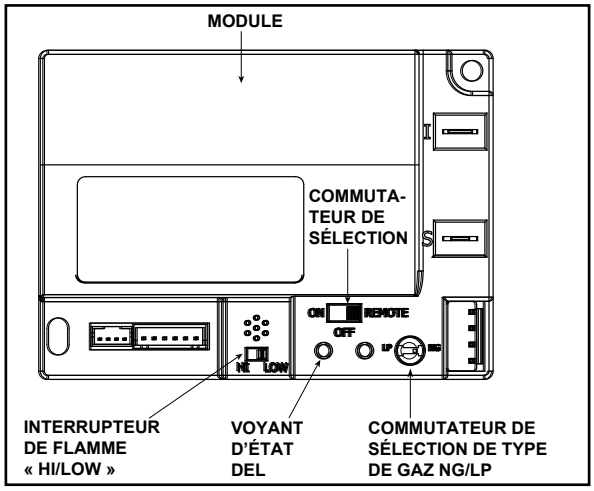

Figure 3.5 Module de commande
2. Localisez le bac à piles et insérez quatre piles AA. La polarité des piles doit être correcte pour éviter d'endommager le module. Voir la figure 3.5. Un schéma complet du câblage est inclus dans la section traitant de l'électricité, dans le manuel d'installation.
- Glissez le commutateur de sélection « ON/REMOTE/OFF » à la position « ON ». Voir la figure 3.5.
1. Le module de commande est équipé d'un commutateur de sélection « ON/OFF » « REMOTE » qui doit être réglé. Voir la figure 3.5.
2. Si un interrupteur mural câblé est utilisé quand le mode à « REMOTE » du module est activé, la hauteur des flammes peut être réglée au moyen du commutateur de sélection « HI/LO » du module. Voir la figure 3.5. Notez que le commutateur de sélection « HI/LO » est désactivé une fois la télécommande facultative (RC200) programmée pour utiliser le module de commande. Notez que le module de commande allume toujours le foyer à « HI » et continue à utiliser ce réglage pendant les 10 premières secondes de fonctionnement. Si le commutateur « HI/LO » est sur la position « LO », la hauteur des flammes deviendra automatiquement au réglage minimum après 10 secondes. Une fois ces 10 secondes écoulées, la hauteur de la flamme peut être ajustée entre « HI et LO » au moyen du commutateur.
- Localisez le module du commutateur de sélection. (Voir figure 3.5).
- Attendez cinq (5) minutes pour laisser les gaz se dissiper.